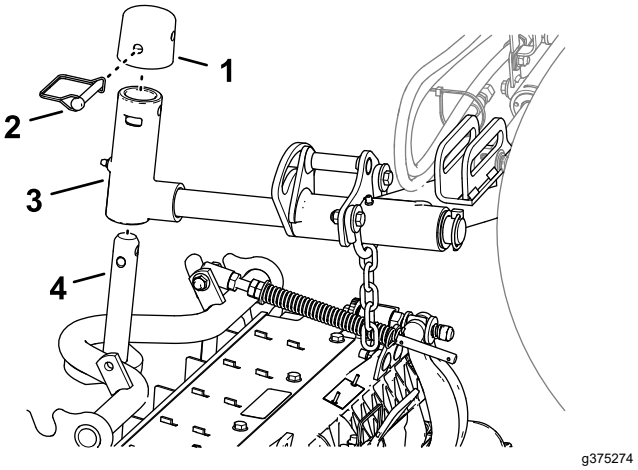

**Figuur 15**
1. Schuif een maai-eenheid onder de hefarm (Figuur 15).